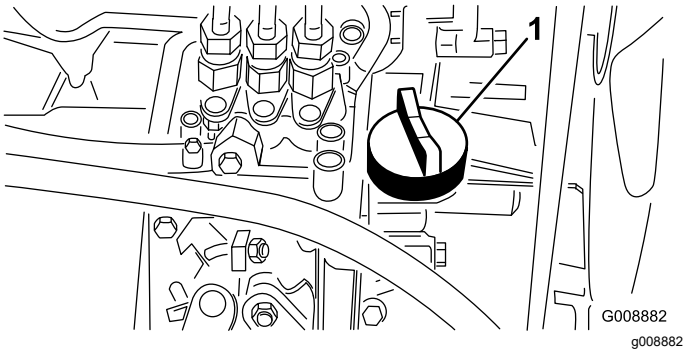

Figur 49
4. Om oljenivån är låg tar du bort oljepåfyllningslocket (Figur 49) och tillsätter gradvis små mängder olja samtidigt som du kontrollerar nivån, tills nivån når märket FULL på oljestickan.